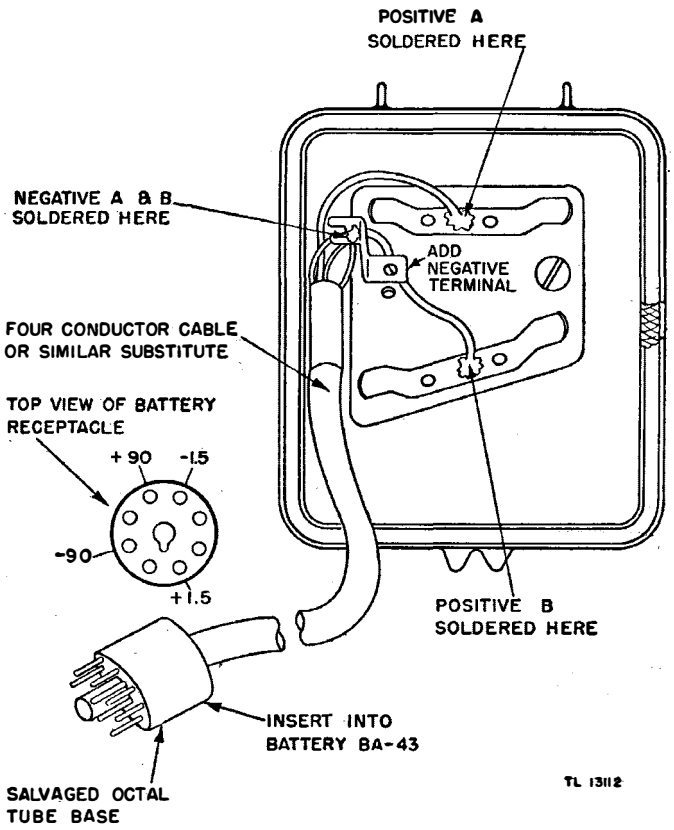

Figure 82. Modification of bottom cover.
n. Fasten the battery cable to the bottom cover, using a suitable clamp. Solder the cable to the contact springs and clamp on the contact board as shown in figure 82. (Make connections to the proper contacts on the bottom cover equipped with jacks for external units).